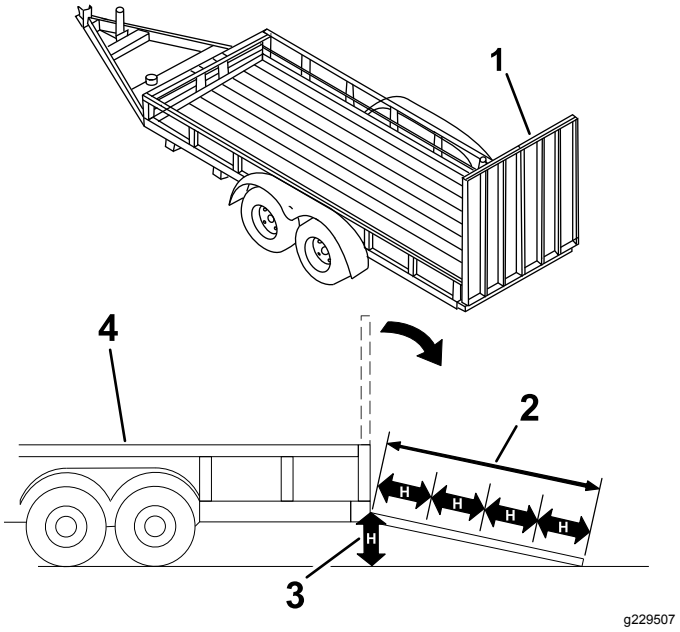

Figur 28
Om man lastar på en maskin på ett släp eller en lastbil ökar risken för att välta, vilket kan orsaka allvarliga personskador och innebära livsfara (Figur 28).
3. Sänk ned rampen (Figur 28).